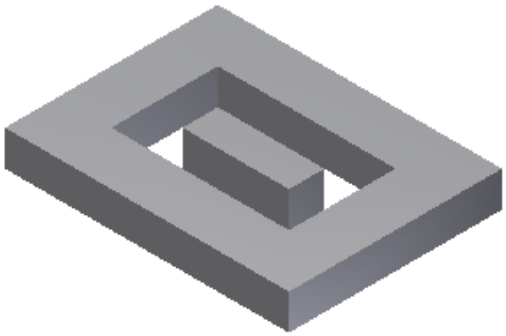

***Figure 18-40*** *Assembly after applying the constraints*
12. Close the **Place Constraint** dialog box. The assembly after applying the constraints is shown in Figure 18-40. Notice the change in the size of the Inner Plate.